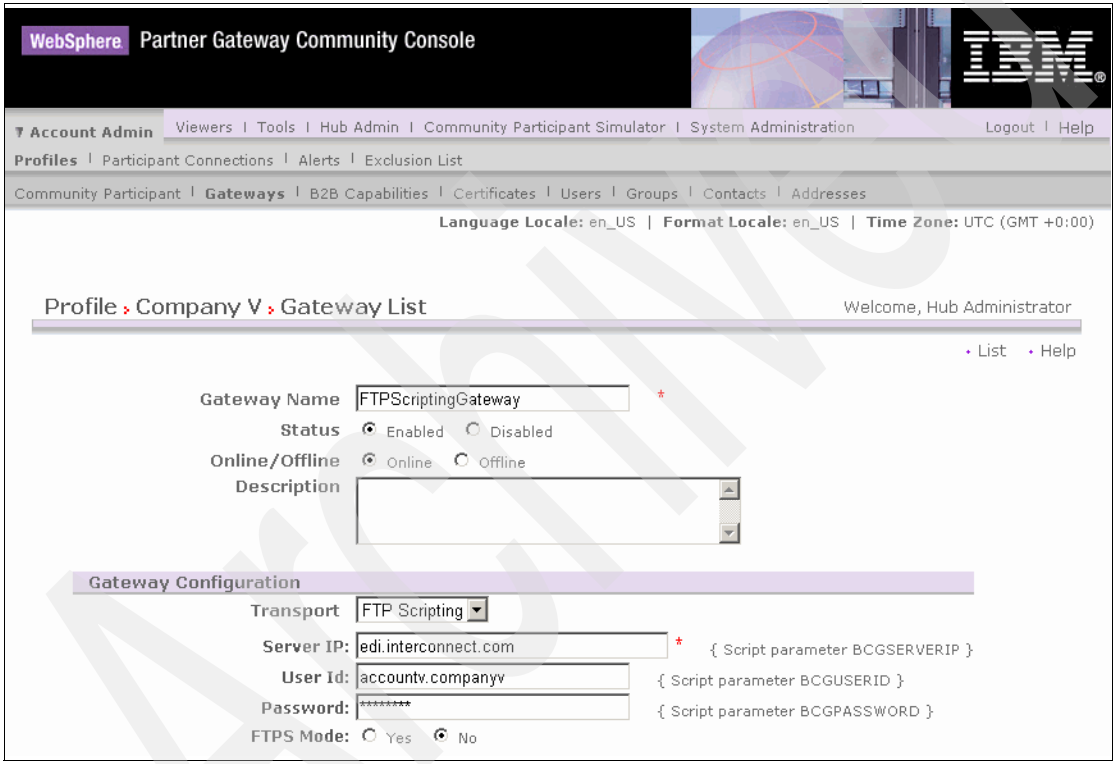
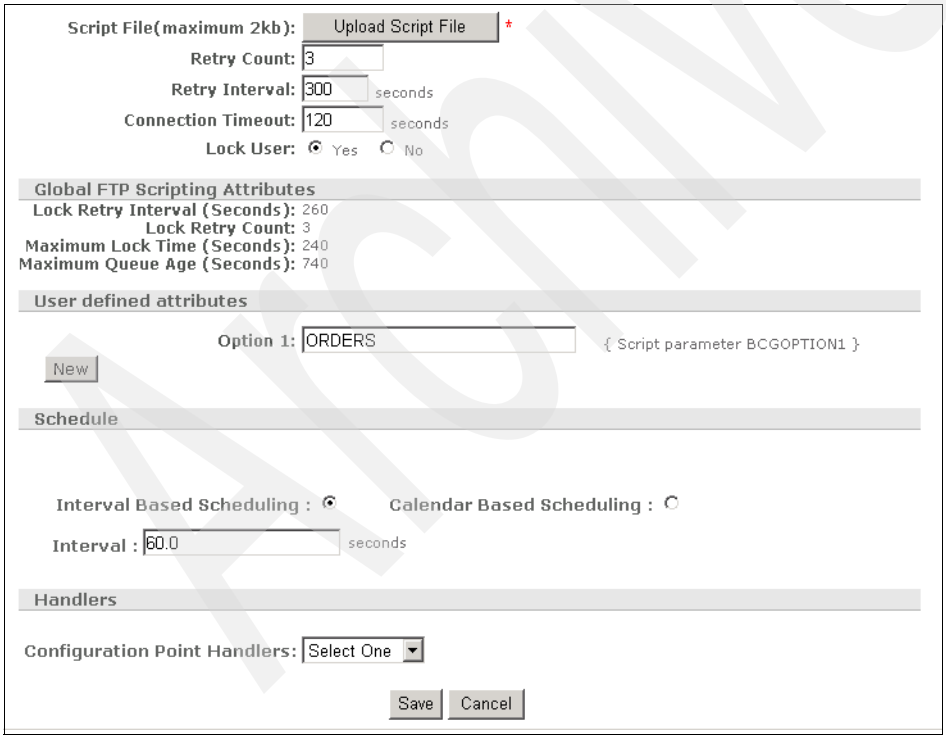

Figure 13-7 Create FTP Scripting Gateway within the profile of Company V: 1 of 2
Figure 13-9 Create FTP Scripting Gateway within the profile of Company V: 1 of 2
c. In the GatewayList window (shown in Figure 13-7 on page 428 and Figure 13-9 on page 430), complete these items:
xii. In addition to these attributes, we have User defined attributes, wherein users can define and use their own attributes. These are in the script file as substitute values for arguments between the %% tags . In the script file shown in Example 13-1 on page 429, `BCGOPTION1` is one such user defined attribute. This will be replaced by the value that is provided against the user defined attribute Option 1, shown in Figure 13-9.